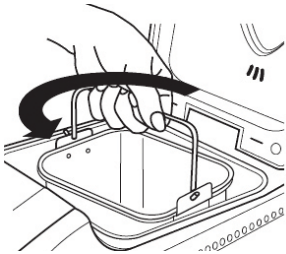

*Рис. 1*
- Поверните чашу против часовой стрелки до характерного щелчка и выньте (Рис. 1).